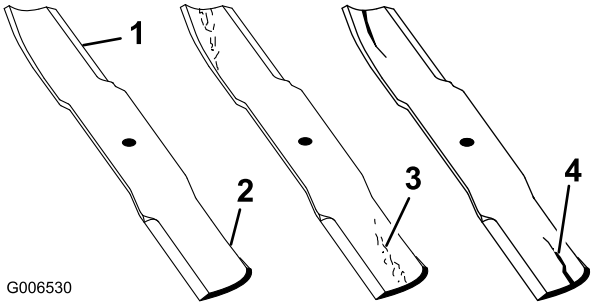

Figur 77
1. Kontrollera eggarna (Figur 77). Om eggarna är slöa eller har hack ska knivarna tas bort och slipas. Se Slipa knivarna.
2. Kontrollera knivarna, speciellt den böjda delen (Figur 77). Montera omedelbart en ny kniv om du upptäcker skador, slitage eller spårbildning i detta område (Figur 77).